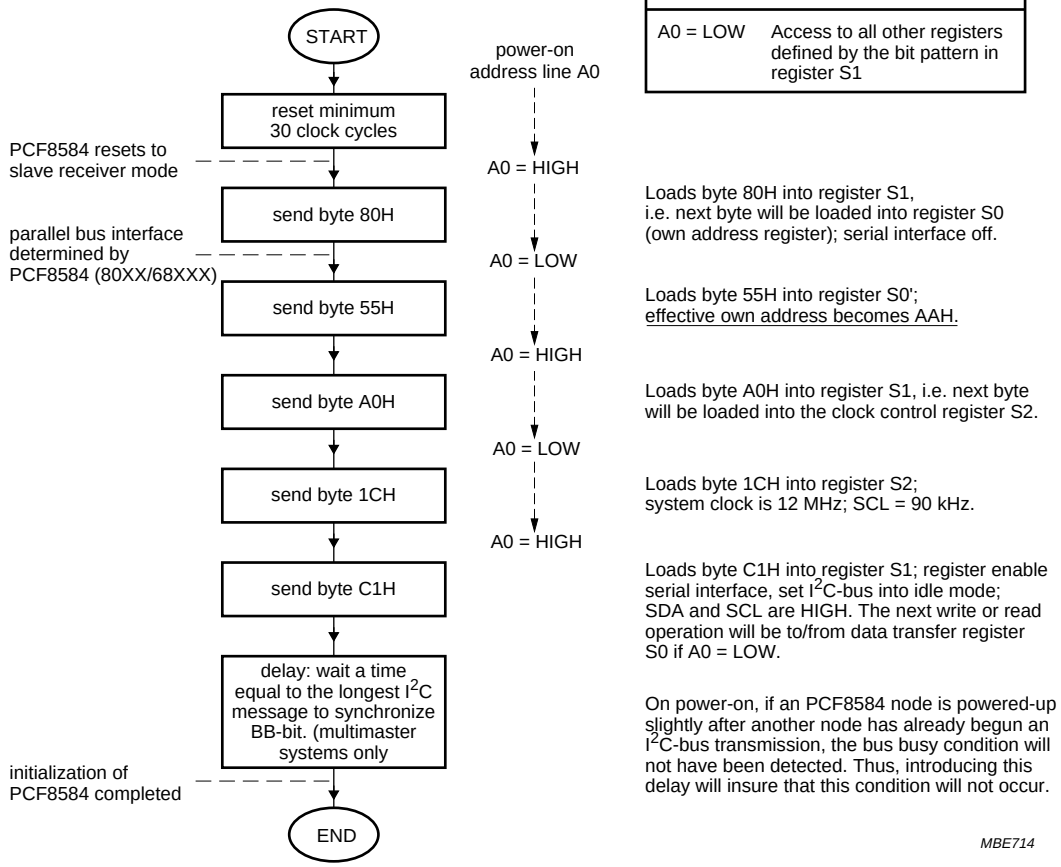

Fig.5 PCF8584 initialization sequence.
- When powering up multiple PCF8584s in multi-master systems, the possibility exists that one node may power up slightly after another node has already begun an I²C-bus transmission; the Bus Busy condition will thus not have been detected. To avoid this condition, a delay should be introduced in the initialization sequence of each PCF8584 equal to the longest I²C-bus transmission, see flowchart 'PCF8584 initialization' (Fig.5).
The flowchart of Fig.5 gives an example of a proper initialization sequence of the PCF8584. When implemented in 808X-type bus systems with peripherals sharing a common $\overline{WR}$ signal, this procedure should be executed first before communicating with other bus peripherals to avoid false programming of the PCF8584 (see Section 6.2)